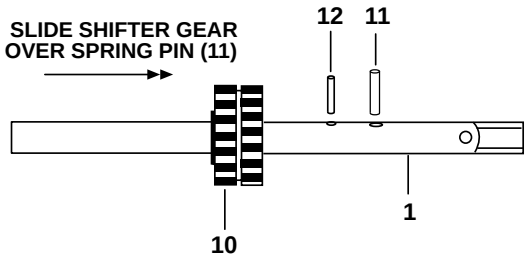

Figure 12
1. Install pin (item 11) through crankshaft (item 1) and slide the shifter gear (item 10) in place with the recess in the shifter gear over the pin. Now, secure the gear in place using the retaining pin (item 12). See Figure 12.